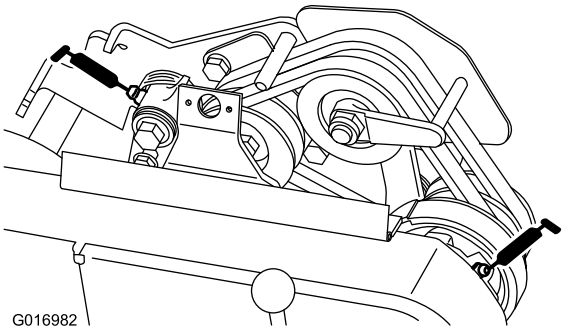

Figur 24
- Två på mellanremskivorna (Figur 24).